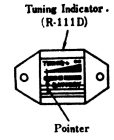

Fig. 5.
- Adjust 5KΩ potentionmeter (R_{15}) so that the pointer of the tuning indicator stays as shown in Fig. 5.